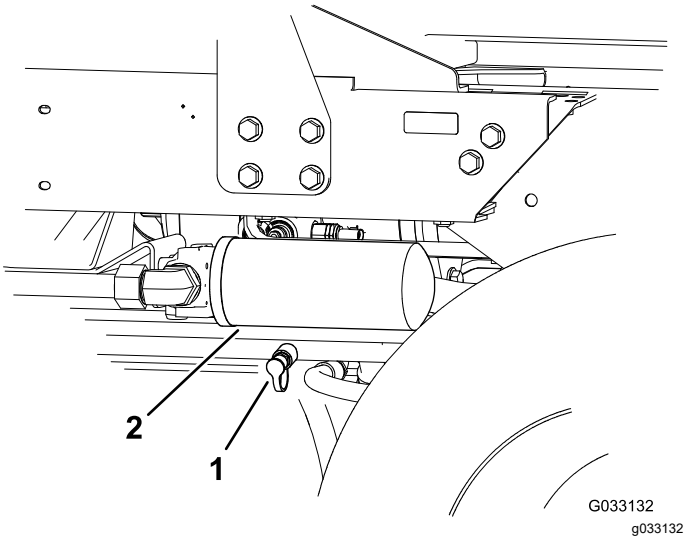

Figuur 40
2. Sluit een hydraulische slang aan tussen de diagnosefitting in het achterste tractieverdeelstuk en de druktestpoort voor tractie-achteruit (Figuur 40).